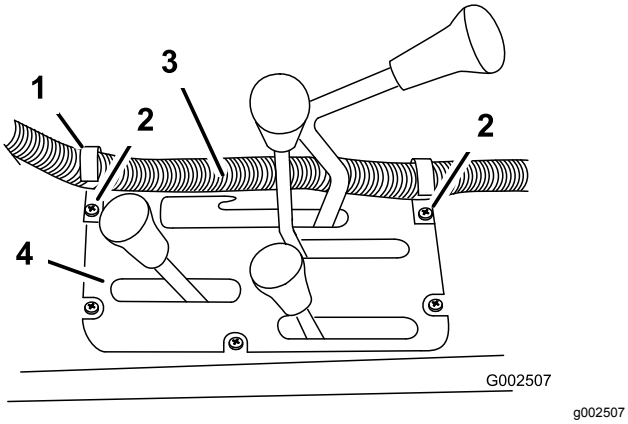
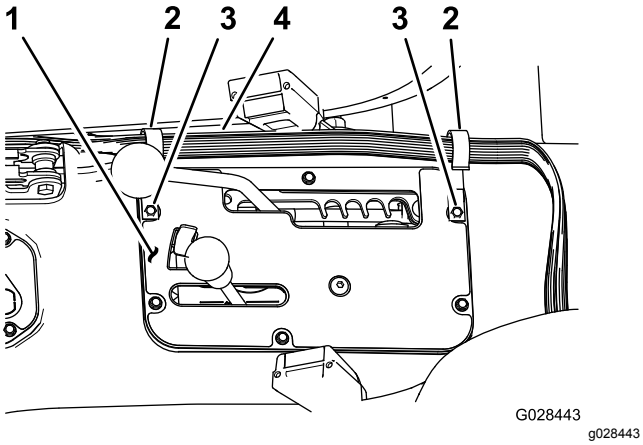

**Figur 19**
**Figur 20**
1. Monter to J-klemmer på midtkonsollen som vist i Figur 19 eller Figur 20, ved hjelp av de eksisterende skruene.